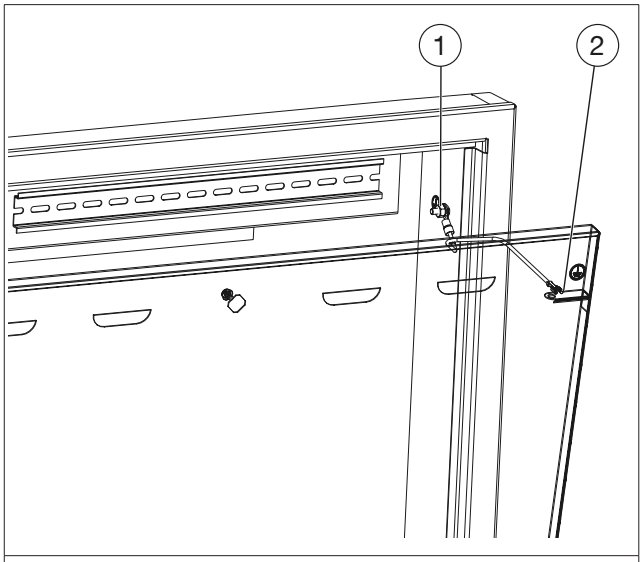

Abb. 8: Erdung der Tür
1. Verbinden Sie den zentralen Erdungspunkt (siehe Abb. 8 auf Seite 9 (1)) über ein Kabel mit der Potentialausgleichsschiene des Gebäudes.
Der zentrale Erdungspunkt befindet sich an der rechten Seitenwand des Aufrputzschrankes (siehe Abb. 8 auf Seite 9).
2. Verbinden Sie ebenfalls den Erdungspunkt der Tür (siehe Abb. 8 auf Seite 9 (2)) mit dem zentralen Erdungspunkt (1).